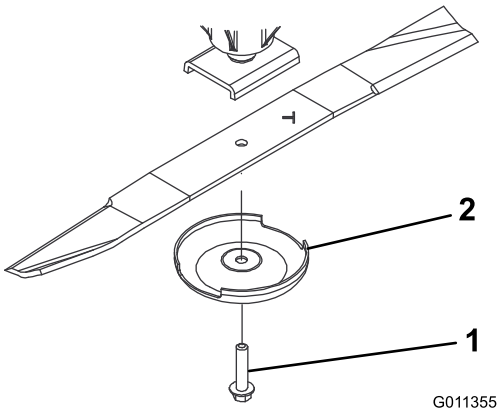

Figur 68
2. Fatta tag i knivens ände med en trasa eller en tjockt vadderad handske. Ta bort knivskruven, antiskalbehållaren och kniven från spindelaxeln (Figur 68).
3. Montera kniven med seglet mot klippenheten med antiskalbehållaren och knivbulten (Figur 68). Dra åt knivskruven till 115–149 Nm.